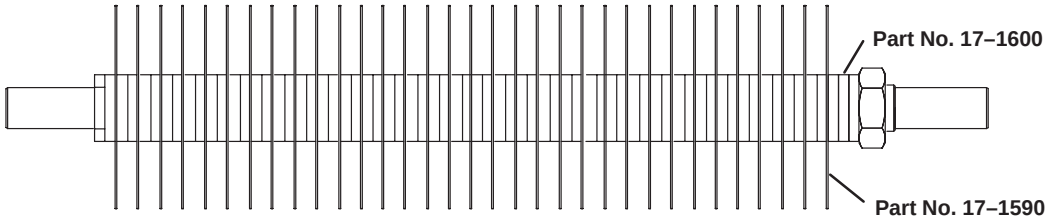

Figure 15
1/2" spacing, Kit Part No. 82–7000 – Includes (9) Blades (part no. 17–1590) and (66) 1/4" Thick Spacers (part no. 17–1600) (Fig. 15).